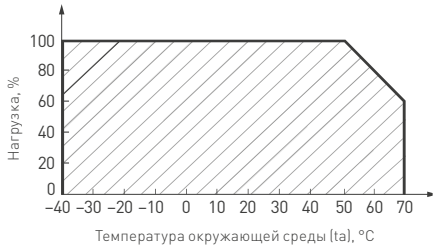

Рис. 2. Максимальная допустимая нагрузка, % от мощности источника
- температура окружающего воздуха от –40 до +70 °C, см. график зависимости максимально допустимой нагрузки на блок питания от температуры окружающий среды на рис. 2;
4.4. Не нагружайте источник питания более чем на 80% от его максимальной мощности. Учитывайте, что с повышением температуры окружающей среды максимальная мощность источника питания снижается, см. график зависимости максимальной допустимой нагрузки на источник питания от температуры окружающий среды на рис.2.